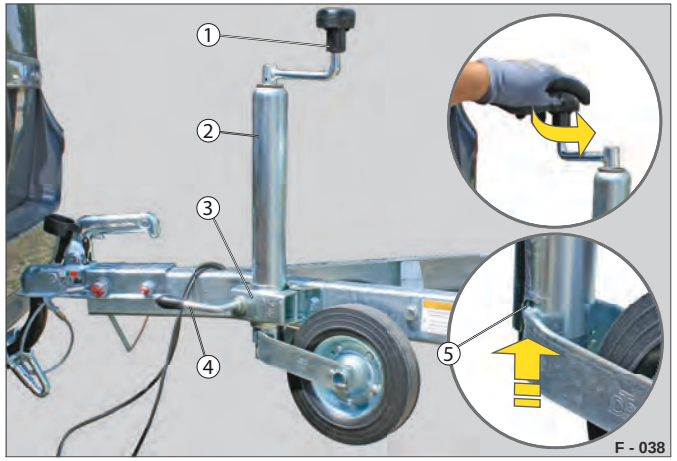

Fig. 12 Kørestilling
▶ Drej støttehjulet helt op, så drejesikringens nav (Fig. 12 /5) kører ind i noten i cylinderen (Fig. 12 /2).
▶ Drej låsehåndtaget (Fig. 12 /4) op, og træk cylinderen opad.
▶ Kontrollér, at spændebøjlen (Fig. 12 /3) klemmer cylinderen fast.